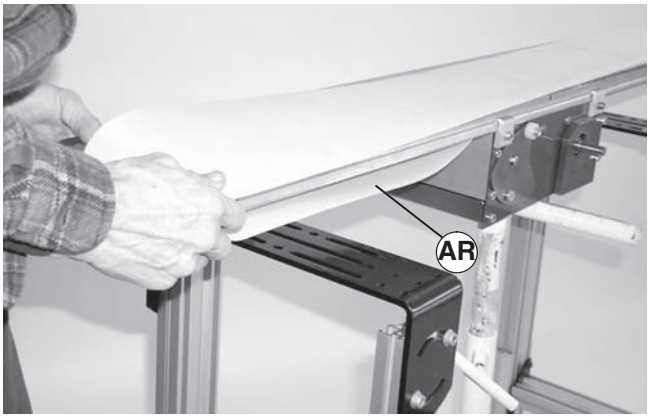

Figure 29
14. Remove conveyor belt (Figure 29, item AR) from conveyor end.
8. Install conveyor belt (Figure 29, item AR) on conveyor end.